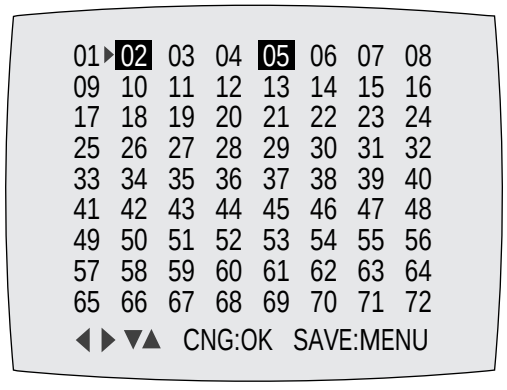

Fig. 5-5
2) Press the “MENU” button on the remote control about 5 seconds then option setting display is appeared. (See Fig. 5-5 and 5-6)
4) If selecting the option number is completed, press the “OK (PLAY)” button of remote control. (If “OK (PLAY)” button is pressed, the selected number is changes reversed color. ; See Fig. 5-5)